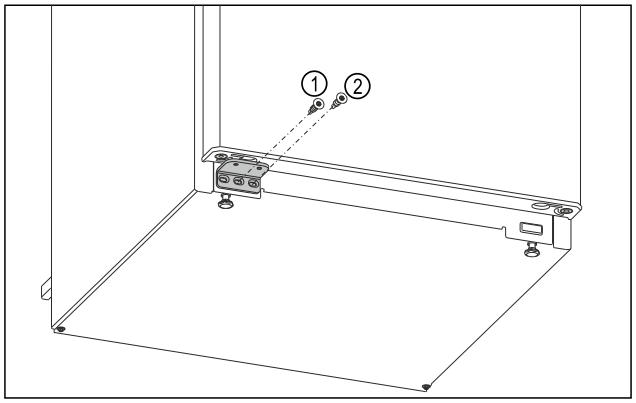

Fig. 15
- ▶ Pieskrūvējiet gultņa balsta vidējo skrūvi *Fig. 15 (1)* ar skrūvgriezi Torx 20.
- ▶ Pieskrūvējiet gultņa balsta iekšējo skrūvi *Fig. 15 (2)* ar skrūvgriezi Torx 20.